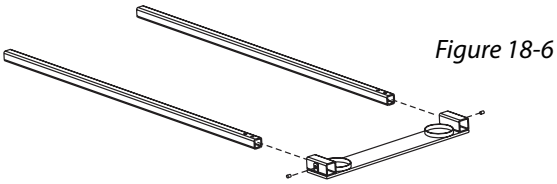

Figure 18-6
6. Install set screws (leave loose) as shown. Slide foot plate assembly onto legs. *[Figure 18-6]*